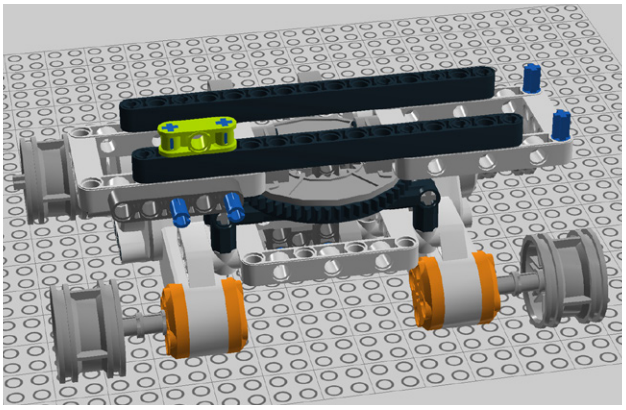

Figure 7-56. *Step 49: Attaching a double cross block*
49. Add a double cross block (see Figure 7-56).